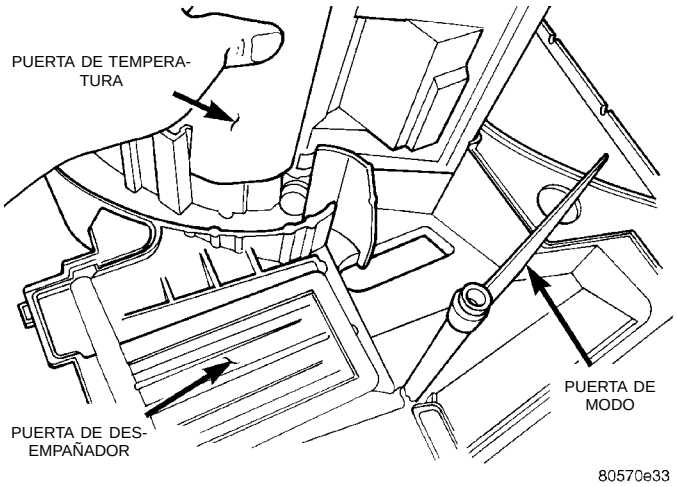

Fig. 50 Desmontaje de la puerta de temperatura
(6) Presione la lengüeta en la base de la puerta de temperatura y suelte la puerta de la palanca (Fig. 50). Después retire la puerta.